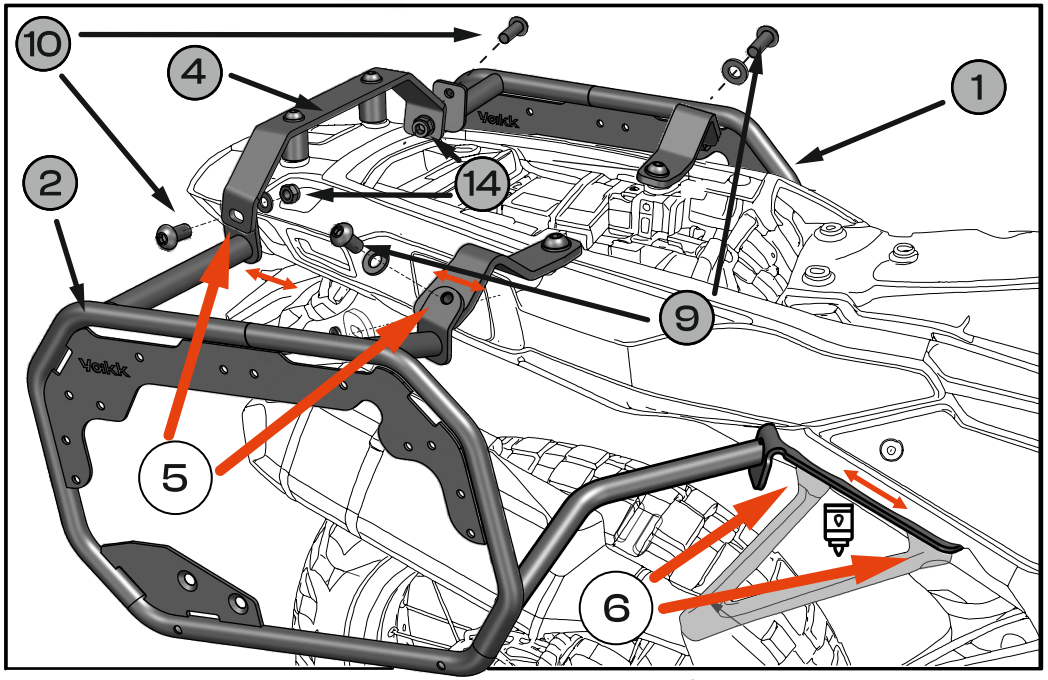

Fig.5
5. Install and loosely fasten the left and right side carriers **[1], [2]** to the rear support bracket **[4]** using bolts **[10],** washers **[15],** and nuts **[14],** and loosely fasten the front section to the brackets using bolts **[9]** and washers **[15]. [Fig. 5]**
6. Install and loosely fasten the right side carrier **[2]** together with the exhaust bracket to the motorcycle mounting points using the original **OEM bolts.** Apply medium-strength threadlocker**. [Fig. 5]**